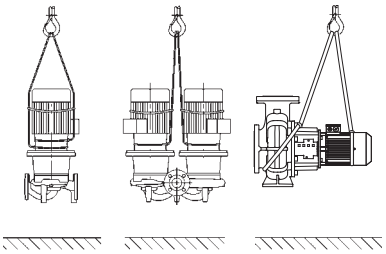

Fig. 6: Транспортировка насоса
- **Проушины для транспортировки на электродвигателе служат только для задания направления при захвате груза (Fig. 6).**